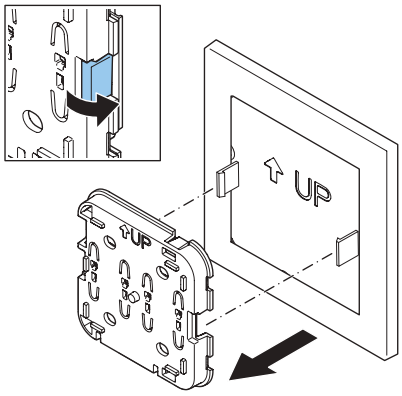

Rys. 31 - Wypnij urządzenie z zaczepów płytki montażowej
2. Wypnij urządzenie z zaczepów płytki montażowej (Rys. 31)